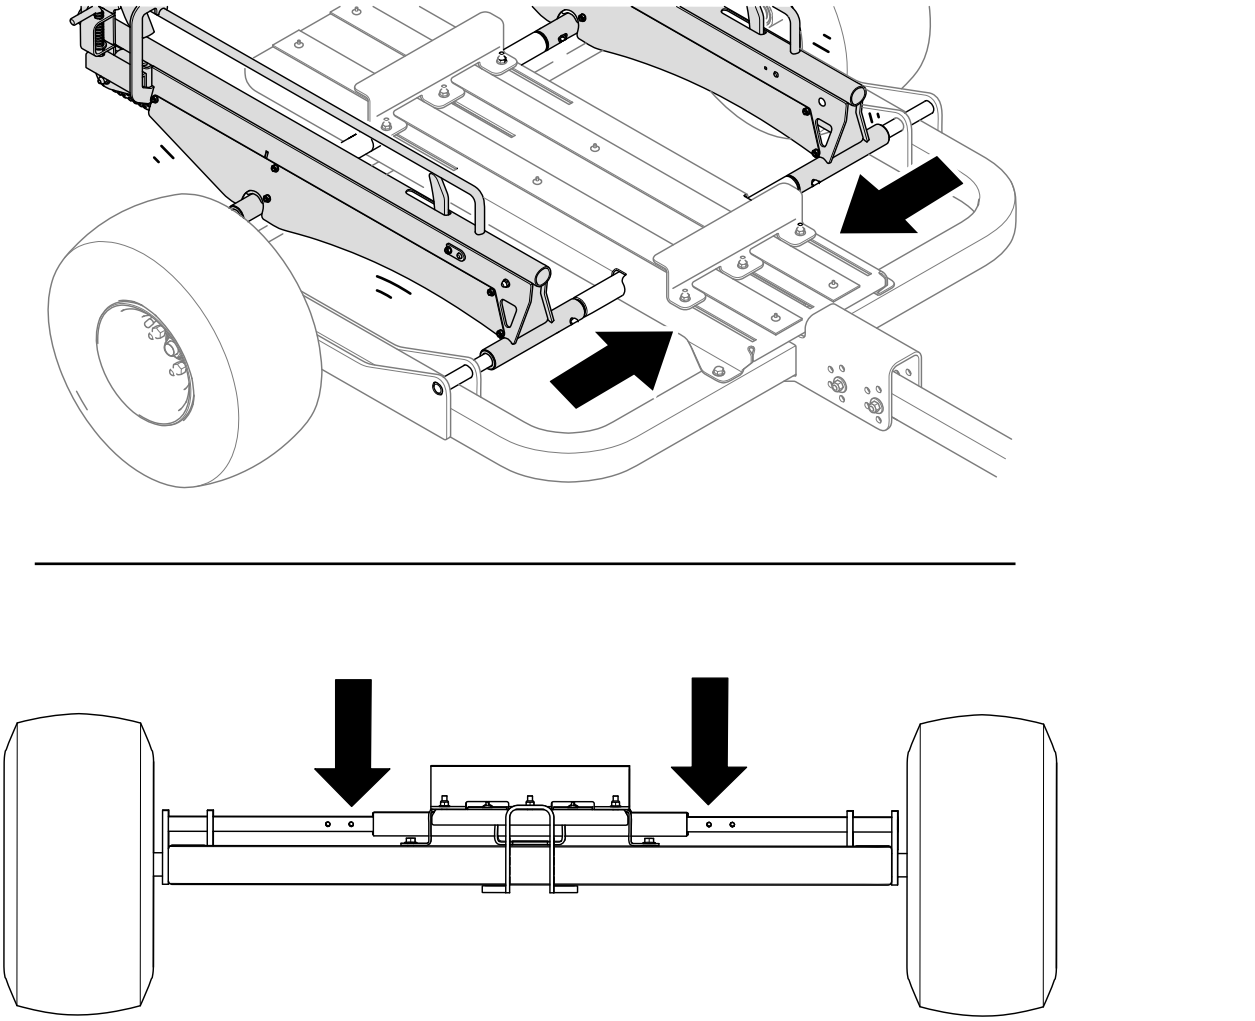

Figur 24
- Konfigurera släpet för gräsklippare på 46 cm: Använd stiften för att fästa skenorna vid de inre hålen (Figur 24).